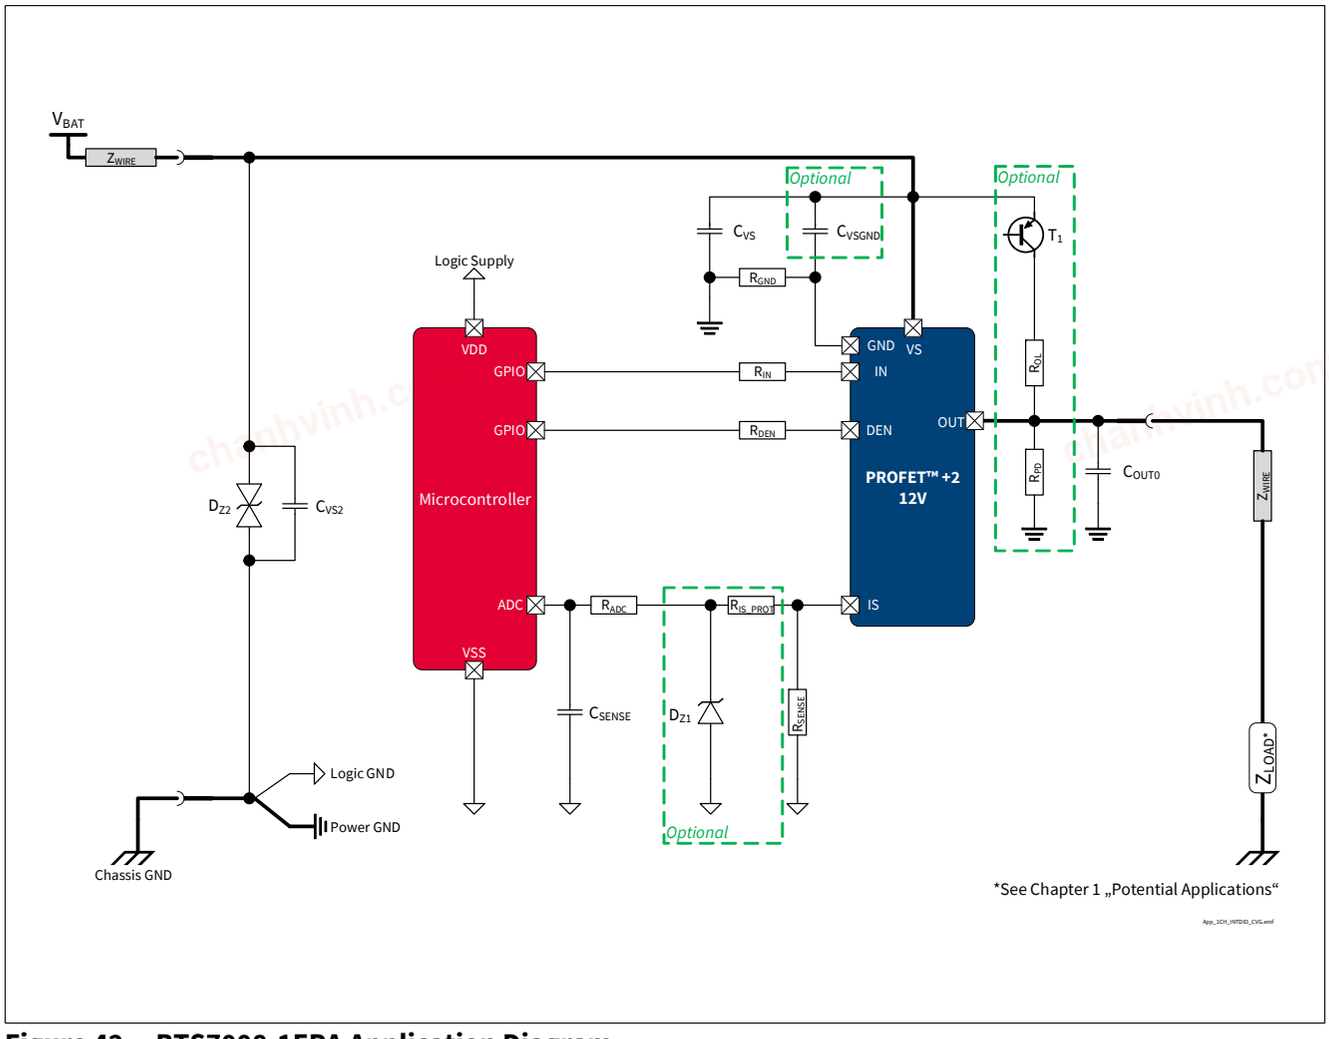

Figure 42 BTS7008-1EPA Application Diagram
1.02, 2019-10-15	P_8.7.1.1, P_8.7.1.7, P_8.7.1.8 updated (Note or Test Condition: added link to **Figure 25**) P_7.5.1.4, P_7.5.1.5 updated (added in Note or Test Condition: DEN = “low”) P_7.5.1.12 updated (deleted unnecessary space in Symbol: |dVOUT / dt | → |dVOUT / dt|) P_9.7.1.6 updated (Min./Typ./Max: -50%/5500/+50% → -35.0%/5400/+35.0%) P_9.7.1.9 updated (Min/Typ./Max: -42%/5500/+42% → -30.0%/ 5400/+30.0%) P_9.7.1.12 updated (Min./Typ./Max.: -40%/5500/+40% → -29.5%/5400/+29.5%) P_9.7.1.15 updated (Min./Typ./Max.: -25%/5500/+25% → -13.5%/5400/+13.5%) P_9.7.1.18 updated (Min./Typ./Max.: -8%/5500/+8% → -5.8%/5400/+5.8%) P_9.7.1.20 updated (Min./Typ./Max.: -6%/5500/+6% → -4.0%/ 5450/+4.0%) P_9.7.1.22 updated (Min./Typ./Max.: -5%/5500/+5% → -3.9%/5450/+3.9%) P_4.2.1.6 updated (Max.: 16 mJ → 20 mJ) **Figure 1**, **Figure 42** updated **Chapter 1** updated (or LED equivalent → or equivalent electronic loads (e.g. LED modules)) P_4.3.0.7 added **Table 23** updated **Chapter 5.1** updated (added: see **Chapter 10** for the complete application setup overview)